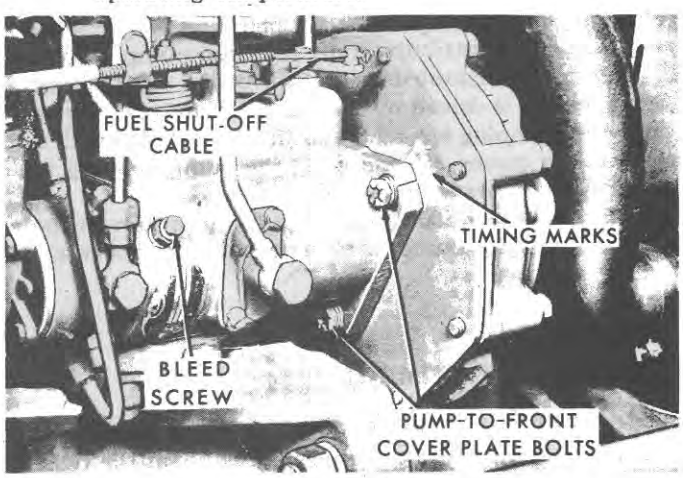

Figure 21
The distributor-type injection pump drive is doweled and bolted to the pump timing gear. When mounted on the tractor with the mark on the pump mounting flange lined up with the "O" mark on the engine front cover plate, the pump is in time with the engine. Additional marks are provided on the engine front cover plate if advancing or retarding of the injection pump should become necessary, Figure 21.
4. Loosen the bleed screw on the injection pump, Figure 21. Crank the engine until fuel flowing from the bleed screw is free from air bubbles. Tighten the bleed screw.